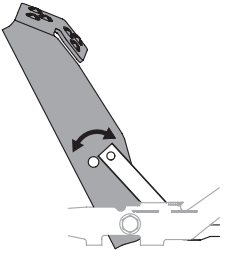

Fig. 37
3. Coloque el pedal en la posición óptima según la preferencia del operador (Fig. 37).